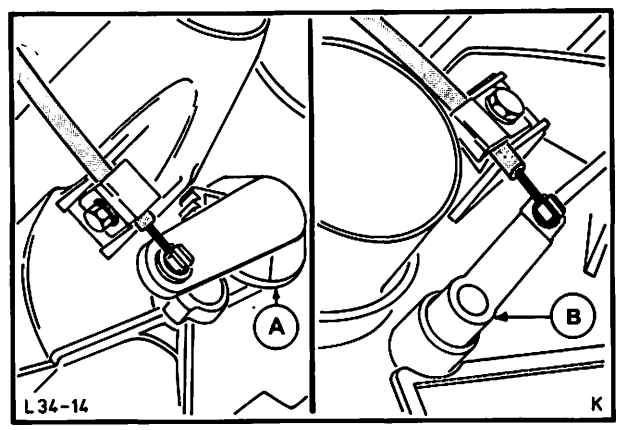

Abb. 29 Bowdenzüge an Heizungsgehäuse montieren
14. Bowdenzüge an Heizungsgehäuse montieren, Abb. 29 und wie unter Arbeitsposition 34 313 beschrieben, einstellen.